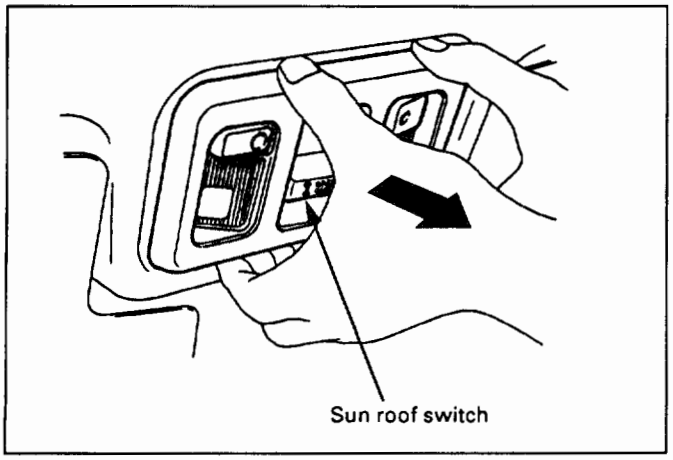

Fig. 8-406
- Pull down the switch housing. (Fig. 8-406)